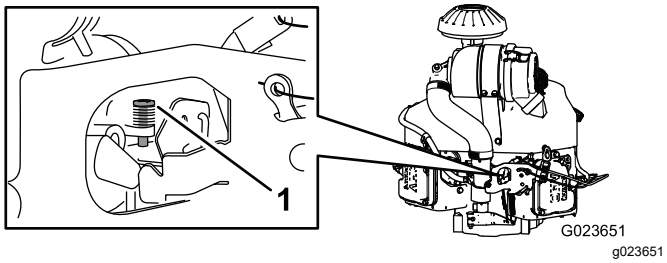

Figure 71
4. Adjust the stop screw on the carburetor (Figure 71) so that the idle speed is 1350 to 1550 rpm.